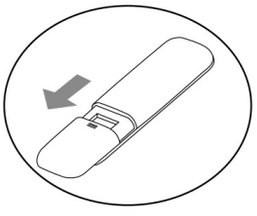

Fig.1
- Ouvrez le compartiment à piles en faisant glisser la porte vers l'extérieur (respectez le sens de la flèche sur la fig.1).